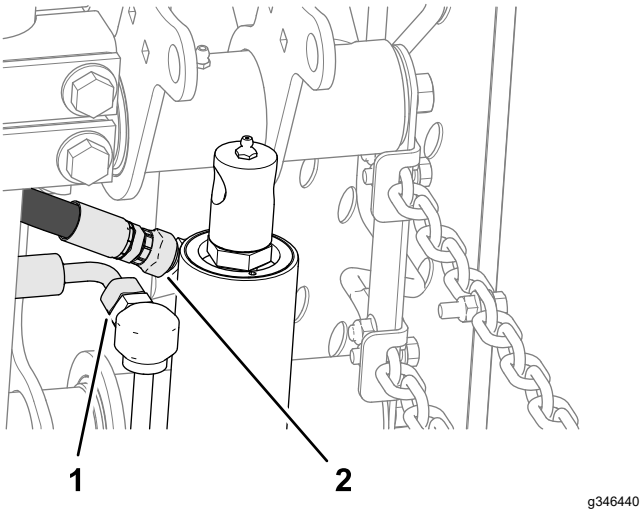

Figur 14
2. Vid lyftcylindern lossar du den raka svivelkopplingen på returslangen och lyftslangens 90-graders svivelkoppling (Figur 14).